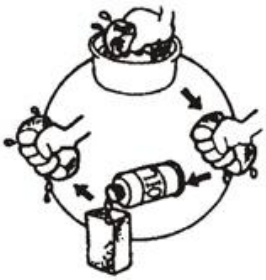

Рис. 18
3.3.3 Якщо осерддя забруднене, почистіть його у такому порядку (Рис. 18):